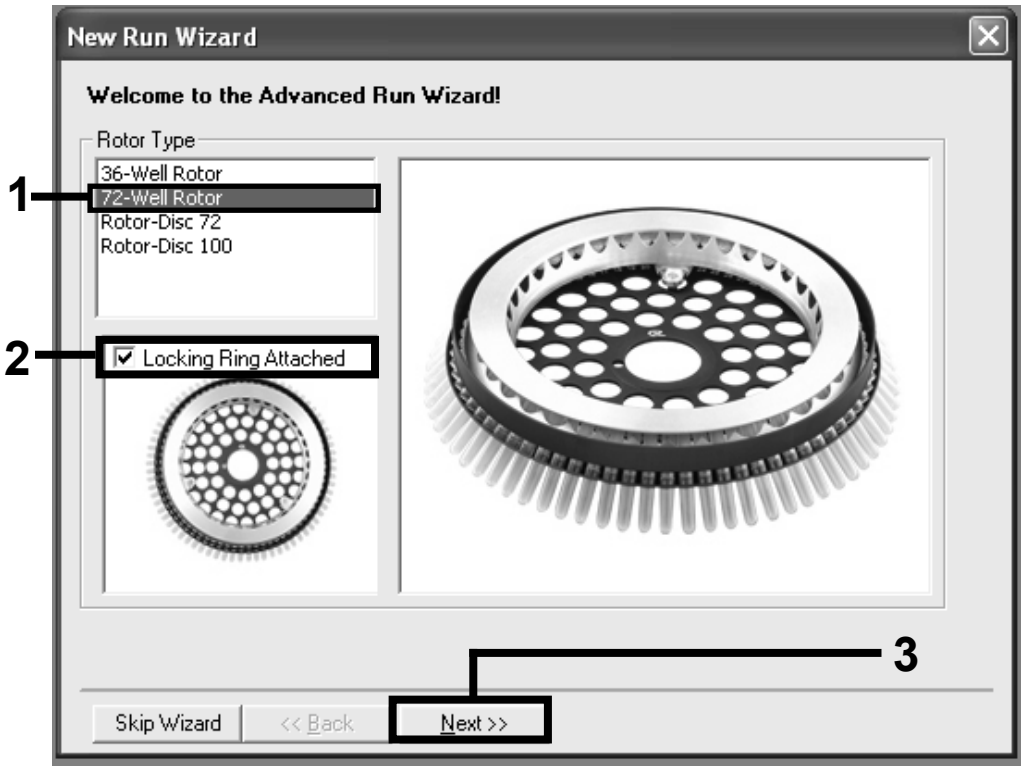

Figure 1. The "New Run Wizard" dialog box.
Setting the general assay parameters	Figures 1–3
8. **Select *72-Well Rotor* as the rotor type. Confirm that the locking ring is attached, and check the "Locking Ring Attached" box. Click "Next" (Figure 1).**